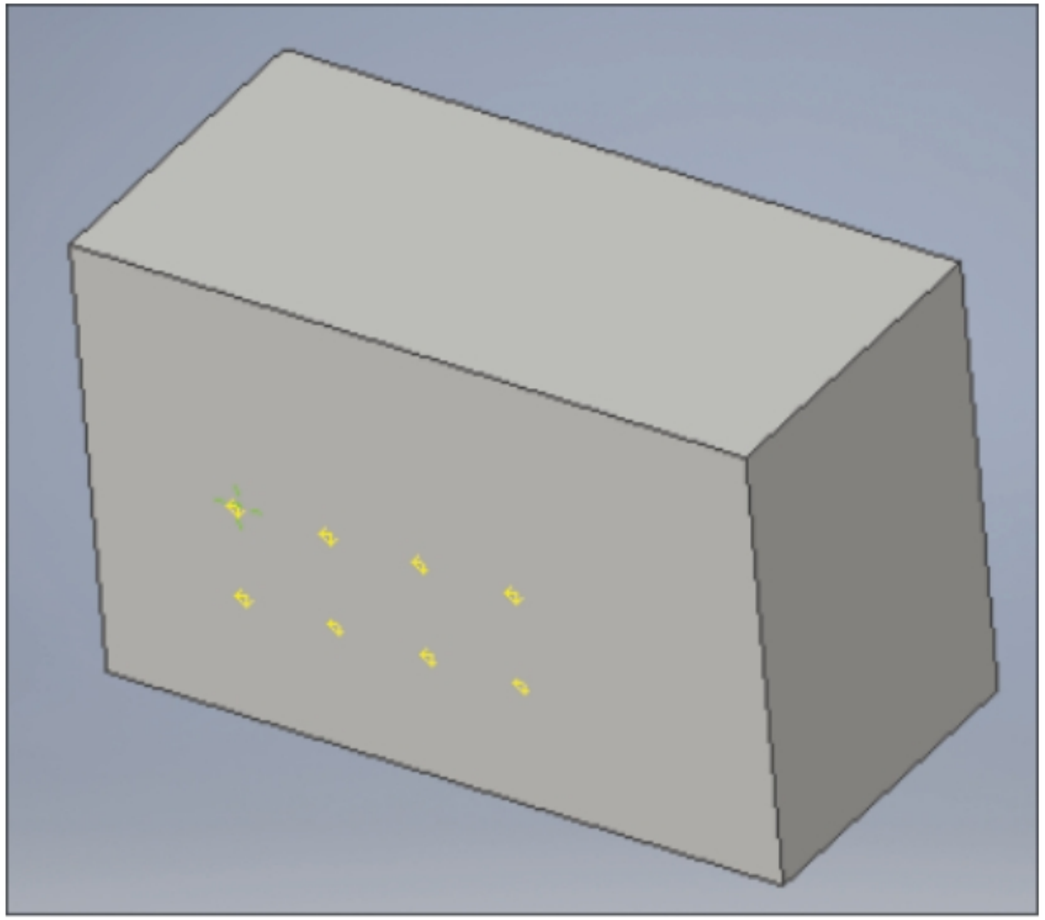

Figure-31. Pin group created
- Click on the **OK** button to create the pin group; refer to Figure-31.